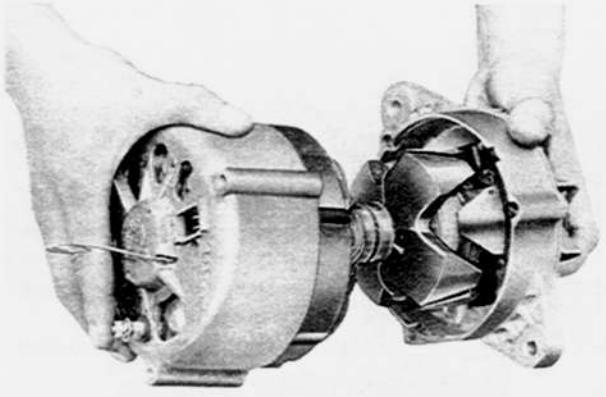

Fig. 5–16 Installing of rotor assembly
1. When installing the rotor assembly to the rear housing and stator assembly, hold the brushes in position by inserting a piece of stiff wire into the hole of the brush through the rear housing as shown in Fig. 5–16.